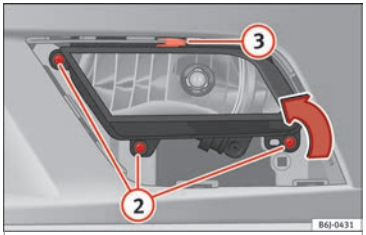

Fig. 190 Front fog light.
– Remove the 3 bolts ››› **Fig. 190** (2) to remove the fog light.
– Remove the metal clip situated on the upper part of the fog light by pulling towards the exterior of the vehicle ››› **Fig. 190** (3).